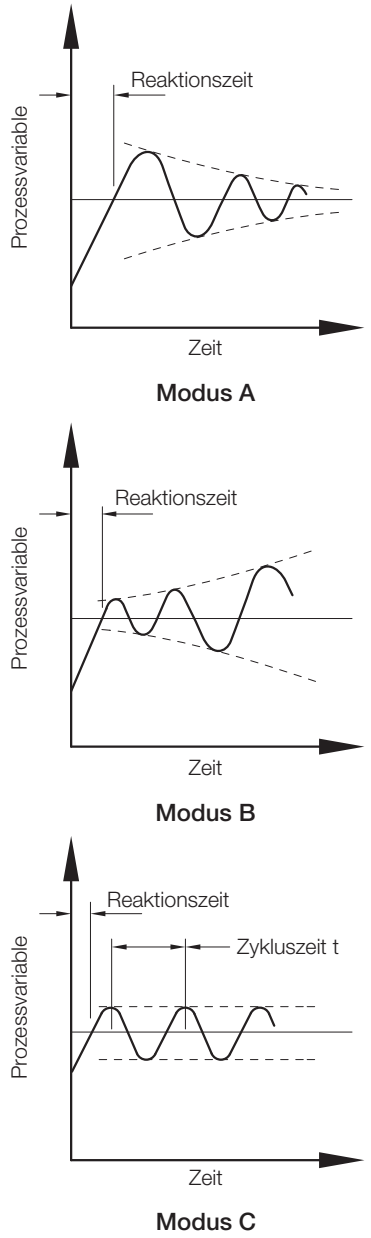

Abb. B4 Regelungsbedingungen
- Wenn das System mit steigender Amplitude zu schwingen beginnt (Abb. B4, Modus B), stellen Sie das Proportionalband auf 200 % ein. Falls die Schwingung wie in Modus B weiterhin besteht, vergrößern Sie das Proportionalband weiter, bis im System keine Schwingungen mehr auftreten.
- Wenn das System schwingt wie in Abb. B4 Modus A oder überhaupt nicht in Schwingungen versetzt wird, fahren Sie mit Schritt c) fort.
d) Notieren Sie die Zykluszeit „t“ (Abb. B4, Modus C) und die Einstellung unter **Prop.-Band** (kritischer Wert).